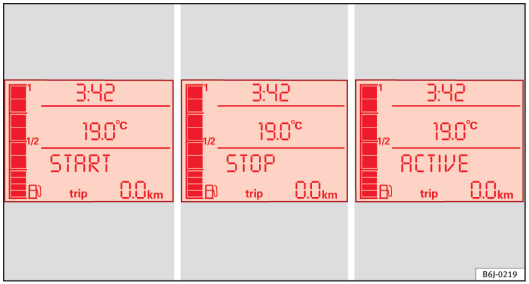

Fig. 102 Display on the instrument panel during Start-Stop function operation.
– The instrument panel display shows information about the status of the Start-Stop function ⇒ Fig. 102. ▶